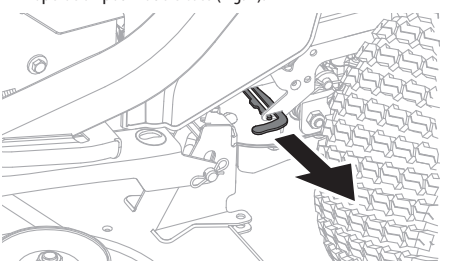

Fig. 2
1. Tirez sur la tige pour engager la tige de dérivation. Répétez l'opération pour l'autre côté (Fig. 2).